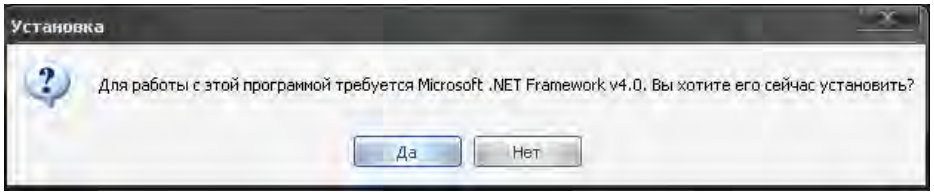

Рис.5
6) в открывшемся окне (рис.5) установки платформы Microsoft .Net Framework 4.0 Client необходимо нажать кнопку "**Да**":